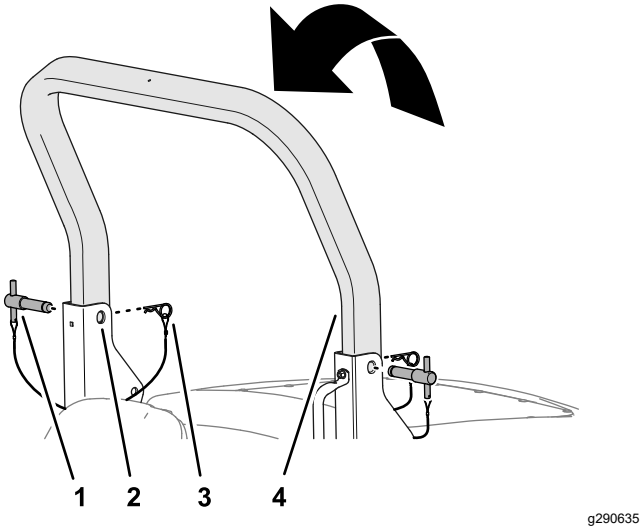

Figur 23
3. Hev den øvre veltebøylen til hullene i veltebøylen er på linje med svingbrakettene (Figur 23).
4. Sett inn veltebøyleboltene gjennom de øvre hullene i svingbrakettene og den øvre veltebøylen (Figur 23).
5. Fest veltebøyleboltene til svingbrakettene med hårnålssplintene (Figur 23).